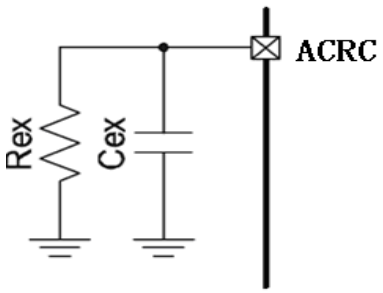

图 6. ACF 模式引脚 ACRC 的外接方式
*2:连接方式见下图6所示。
ACF模式下启动时间*1和释放时间*2可通过在ACRC端外接不同的电阻(R_{ex})和电容(C_{ex})值灵活地设置,连接方式见图6所示。